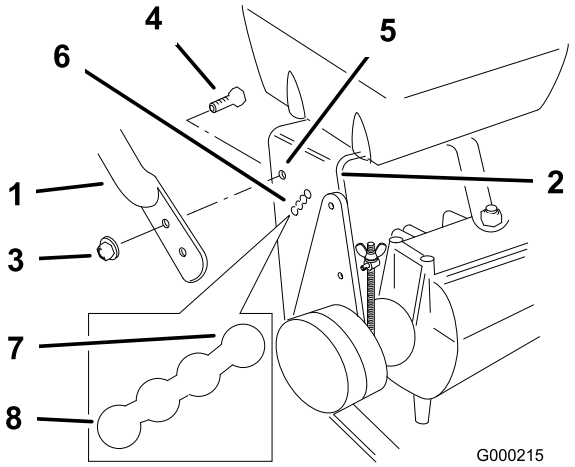

Figura 18
2. Afloje los pernos con arandela prensada superiores (3/8 x 1 pulgada) y la tuerca con arandela prensada que fijan el manillar al bastidor trasero (Figura 18).
3. Retire los pernos con arandela prensada inferiores &Bolt3_8x1 y las tuercas con arandela prensada que fijan el manillar al bastidor trasero (Figura 18).